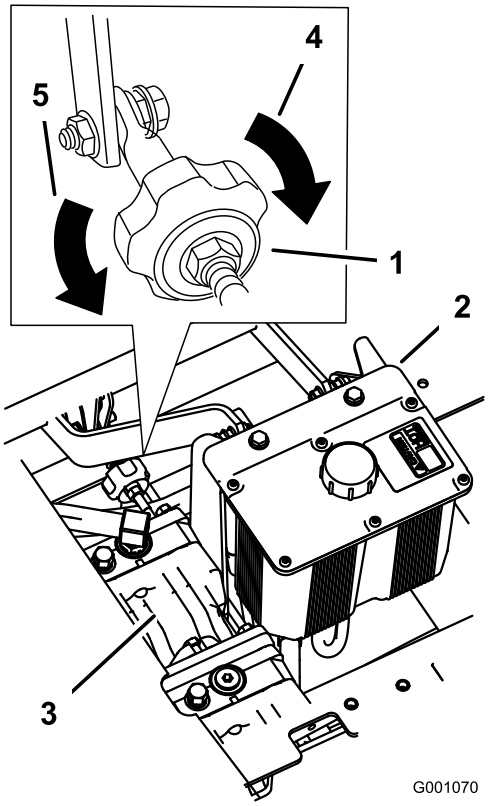

Figuur 76
2. U stelt de lengte van de pompstang af door de knop in de juiste richting te draaien totdat het wiel stilstaat of iets achteruit kruipt (Figuur 76).